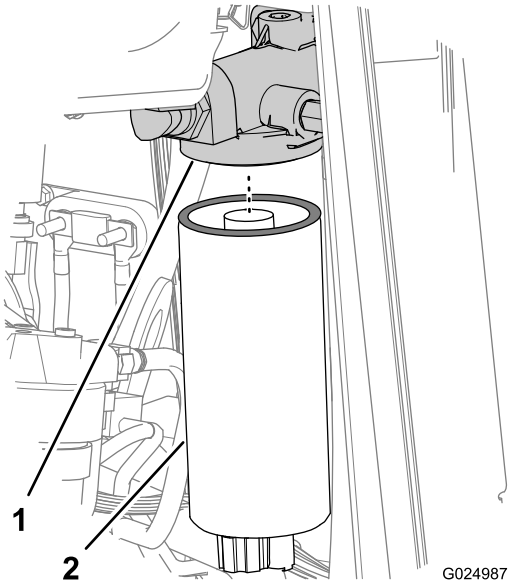
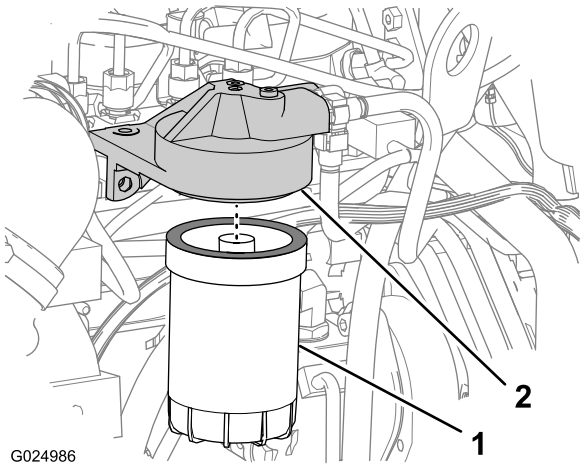

Figure 73
Figure 74
7. Loosen and remove the primary fuel filter (Figure 73).
9. Loosen and remove the secondary fuel filter (Figure 74).
1. Wipe clean the sealing surfaces of the filter adapters for the primary- and secondary-fuel filters (Figure 73 and Figure 74).
3. Install the primary-fuel filter onto the filter adapter, and tighten the filter until the gasket contacts the filter head surface (Figure 73).
6. Install the secondary-fuel filter onto the filter adapter, and tighten the filter until the gasket contacts the filter head surface (Figure 74).